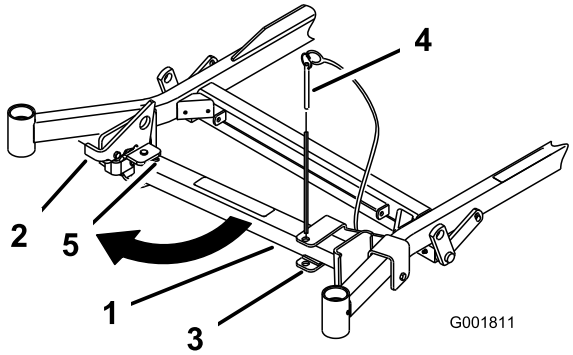
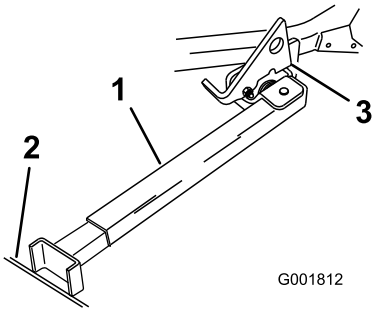

Figur 31
Figur 32
2. Monter brakettpinnen (Figur 31).
3. Hev spaken. Sving stativets fot ut og skyv stativet mot maskinen, inn i bunnen av slissen (Figur 31 og Figur 32).
6. Plasser stativets fot på bakken og hvil spaken på dreietappen (Figur 32).
Merk: For best resultat, plasser stativets fot på skjøter i fortauet eller ned i gressmatten (Figur 32).
8. Kjør opp på stativet. Stopp når spaken faller ned over tappen i låst stilling (Figur 32). Når maskinen er på stativet, sett på parkeringsbremsen og slå av motoren.
7. Plasser stativet i hvilestilling igjen (Figur 31).